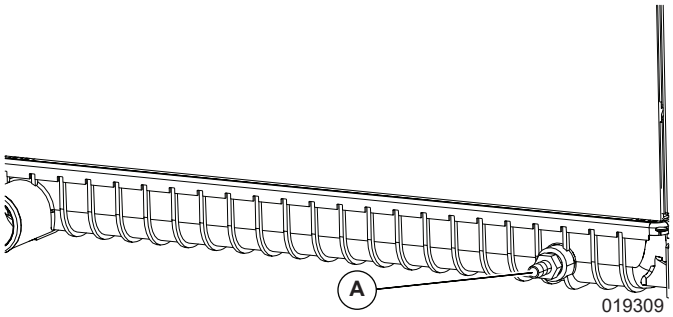

Figure 5-13. Radiator Drain Location
6. See ***Figure 5-13***. Rotate hex fitting to open drain screw (A).